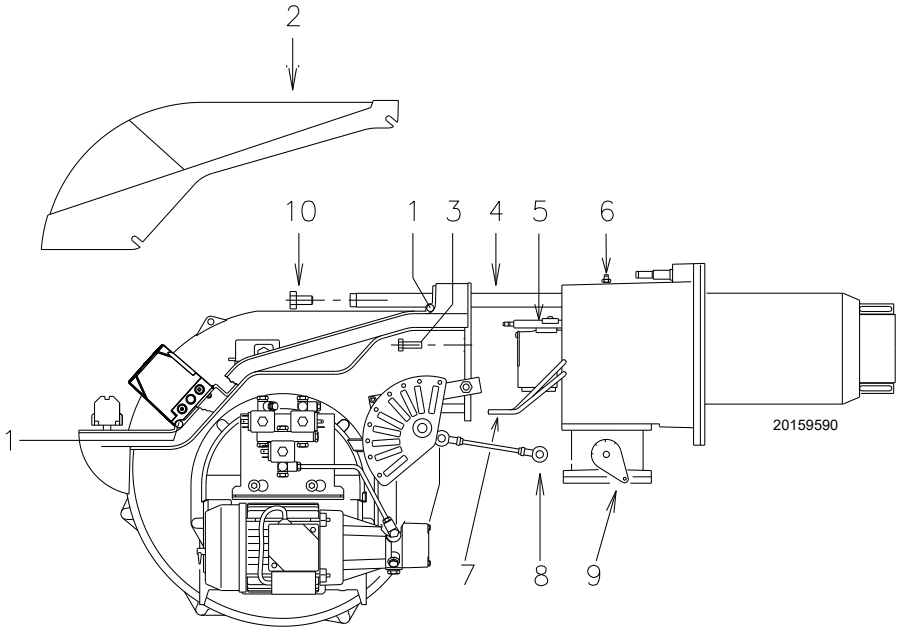

Fig. 47
- ➤ Desserrer les vis 1) et enlever le capot 2)(Fig. 47).
- ➤ Débrancher les tuyaux du fioul 7)(Fig. 47).
- ➤ Retirer les vis 3) et faire reculer le brûleur sur les glissières 4)(Fig. 47) d'environ 100 mm ;
On peut alors extraire le la partie interne 5) après en avoir retiré la vis 6)(Fig. 47).